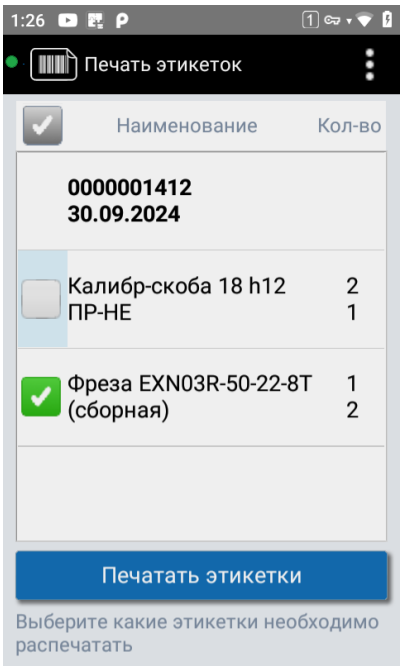

Рисунок 18. Выбор этикеток после приёмки
7. В списке «Печать этикеток» отметьте нужные пеналы (см. Рисунок 18) – в нём могут быть и ранее принятые по документу пеналы – и нажмите «Печатать этикетки». Наклейте этикетки на пеналы.